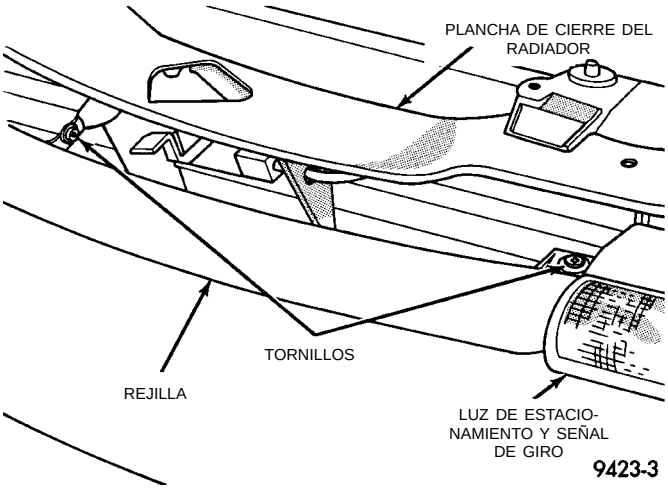

Fig. 1 Rejilla
(1) Suelte el pestillo del capó, ábralo y apóyelo en la varilla de sustentación.
(2) Retire los tornillos que sujetan la rejilla a las luces de estacionamiento (Fig. 1).
(3) Retire el tornillo que sujeta la rejilla a la plancha de cierre del radiador.
(4) Separe la rejilla del vehículo.